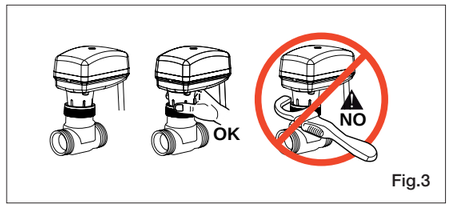

Fig.3
1. Position the actuator above the valve and manually screw on the ring nut (Fig.3). Do not use tools that could damage the actuator.